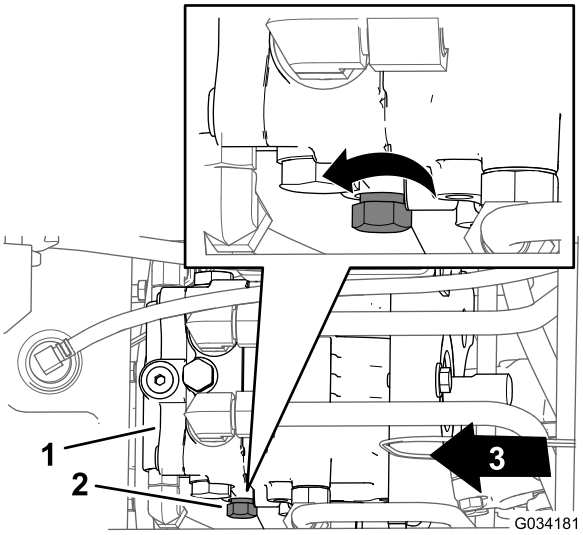

Figuur 35
2. De knop van de omloopklep bevindt zich aan de linkerkant van de hydraulische pomp (Figuur 35).
3. Draai de knop 3 omwentelingen linksom (Figuur 35).
1. De knop van de omloopklep bevindt zich aan de linkerkant van de hydraulische pomp (Figuur 35).
2. Draai de knop rechtsom (Figuur 35) tot u weerstand voelt, de omloopklep is dan gesloten.